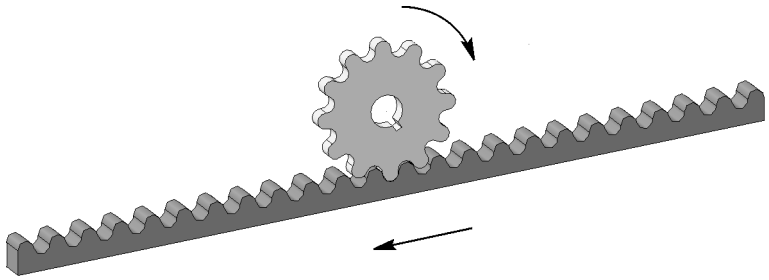

Рис. 128.5. Пример применения сопряжения Вращение – перемещение
**Пример 1.** Рассмотрим сопряжение между колесом и рейкой, в котором колесо, вращаясь, должно перемещать рейку (например, как на рис. 128.5 на с. 460).
Инициирующее движение может являться составляющей сложного движения компонента. Например, для просмотра сопряжения **Вращение – перемещение** можно использовать команду **Повернуть компонент вокруг оси**. При перемещении рейки мышью (см. рис. 128.5 на с. 460) инициирующим перемещением будет являться линейная составляющая вращения рейки. Воспринимается та линейная составляющая, которая сонаправлена с траекторией, заданной в сопряжении.